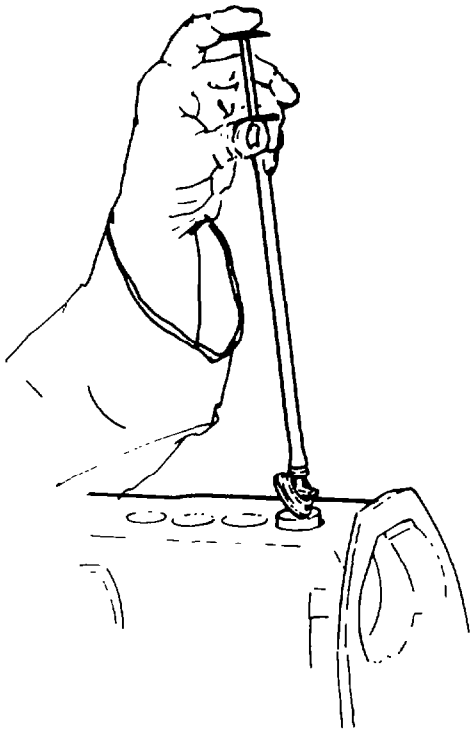

Fig. 98 — Removing Plunger
t. Remove the lower spring seats (item 24) and plungers (component of item 61) with mechanical fingers, TSE 7661 as shown in fig. 98.